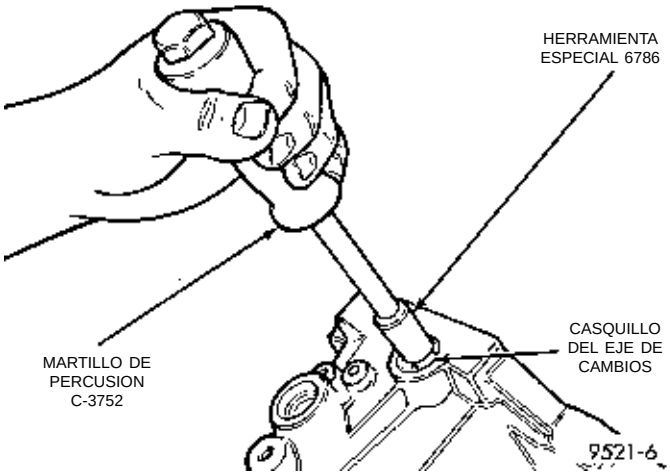

Fig. 135 Desmontaje del casquillo del eje del selector de cambios
(1) Retire el eje del selector de cambios mediante el procedimiento descrito en este grupo.
(2) Enrosque la herramienta Nº 6786 en el casquillo.
(3) Instale el martillo de percusión Nº 3752 en la herramienta y retire el casquillo mediante el martillo de percusión (Fig. 135).